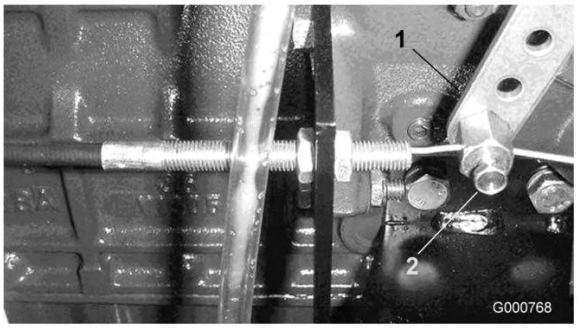

Figura 56
2. Desaperte o dispositivo de ligação do cabo do regulador na alavanca da bomba de injecção (Figura 56).